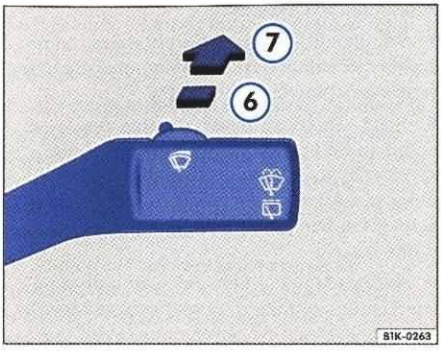

Rys. 50 Rysunek przykładowy: wycieraczka tylnej szyby
– Przesunąć dźwignię wycieraczek do przodu, w blokowane położenie ⇒ rys. 50 ⑥. Wycieraczka włącza się co sześć sekund.